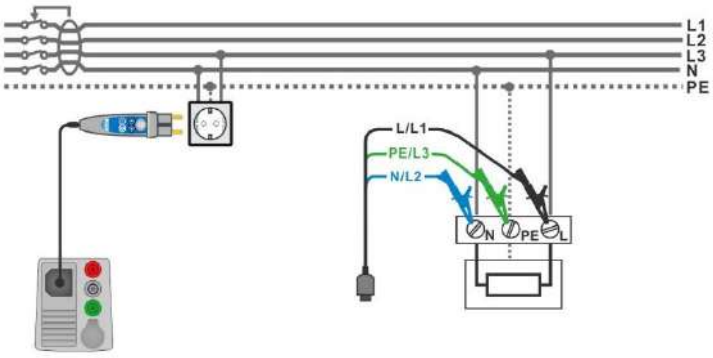

Figure 7.75: Z auto measurement
- Connect 3 wire test lead or Plug commander to the object under test, see ***Figure 7.75***.